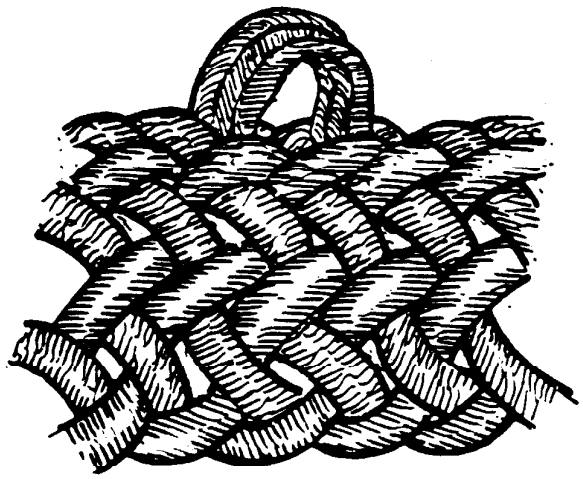

Figure 12-4 Pulled Strand
4. **Inspecting the Towline.** The towline is the most important piece of gear used in towing operations and successful towing depends on it being in the best of conditions. It should be inspected frequently for damage resulting from cutting, abrasion, fusing, and snagging. A heavily used line, as in towing operations, will indicate reduced Breaking Strength and overloading by it having compacted or becomes hard. It should be downgraded (not used for towing) even though there is no apparent physical damage. It should also be inspected on a regular basis to ensure it satisfies the minimal length requirements. (See Table 12-1, Figures 12-4, 12-5 & 12-6).